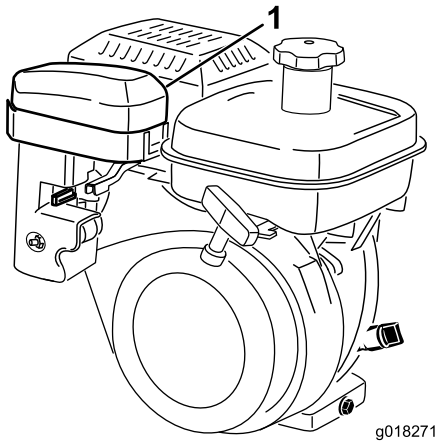
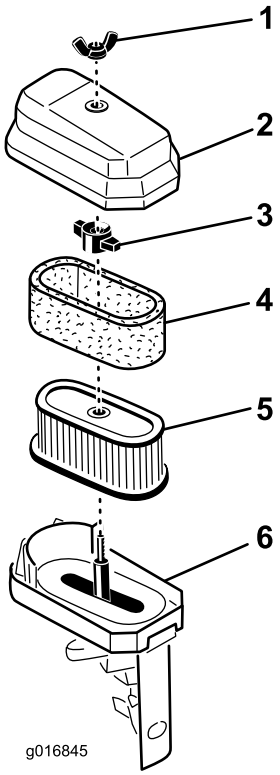

Figur 32
Figur 33
2. Afmonter vingemøtrikken, som fastholder luftfilterhætten på luftfilteret, og afmonter hætten. Rengør dækslet grundigt (Figur 32 og Figur 33).
3. Hvis skumelementet er snavset, skal det fjernes fra papirelementet (Figur 33). Rengør grundigt.